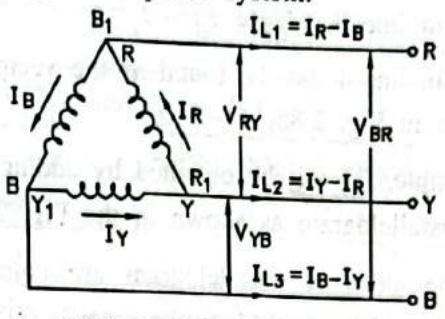

FIG. 2.84 CURRENT AND VOLTAGES IN 3 PHASE SYSTEM
- In delta connection, the three coil windings are connected together such that the finishing end of one coil is connected to the starting end of the other coil and so on as shown in Fig. 2.84.
- Fig. 2.84 shows 3-phase, 3-wire delta connected system. The emf across each winding is called the phase voltage denoted by $E_R$, $E_Y$ and $E_B$ and voltage between any two lines is called the line voltage denoted by $V_{RY}$, $V_{YB}$ and $V_{BR}$ respectively.
- It is seen from the Fig. 2.84 that current flowing in each line is the vector difference of the two phase currents.